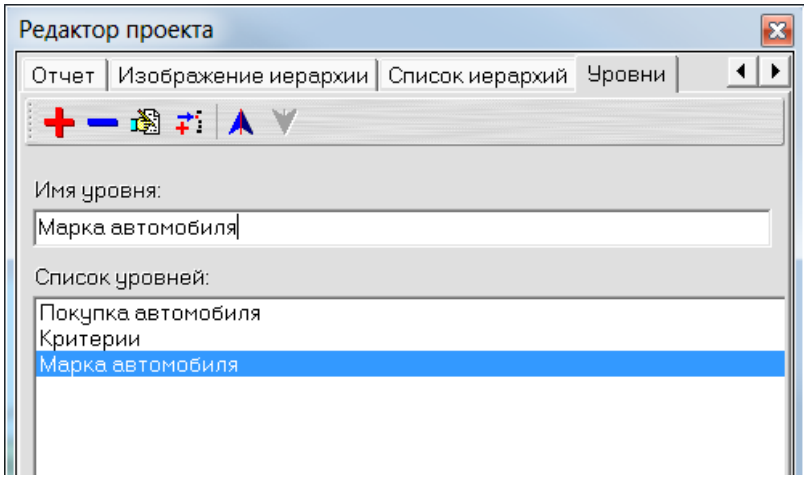

Рис. 14. Окно «Редактор проекта» после внесения изменений
6. Нажав на каждом из уровней, измените имя каждого. Уровень1 – Покупка автомобиля, Уровень2 – Критерии, Уровень3 – Марка авто (рис. 14).